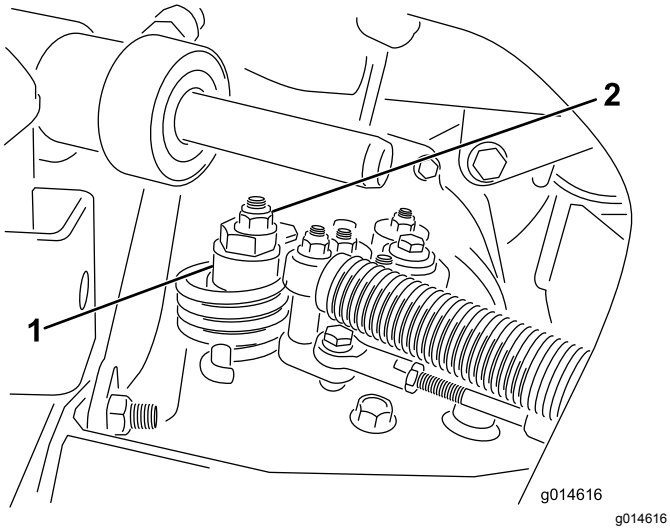

Figur 34
A. Lossa muttern som fäster excenterbulten på hydrostatens ovandel (Figur 34).
C. Vrid excenterbulten tills maskinen inte kryper i någon riktning. När hjulet slutar rotera drar du åt muttern som låser excenterbulten och justeringen (Figur 34). Kontrollera justeringen med gasreglaget i det LÅNGSAMMA och det SNABBA läget.